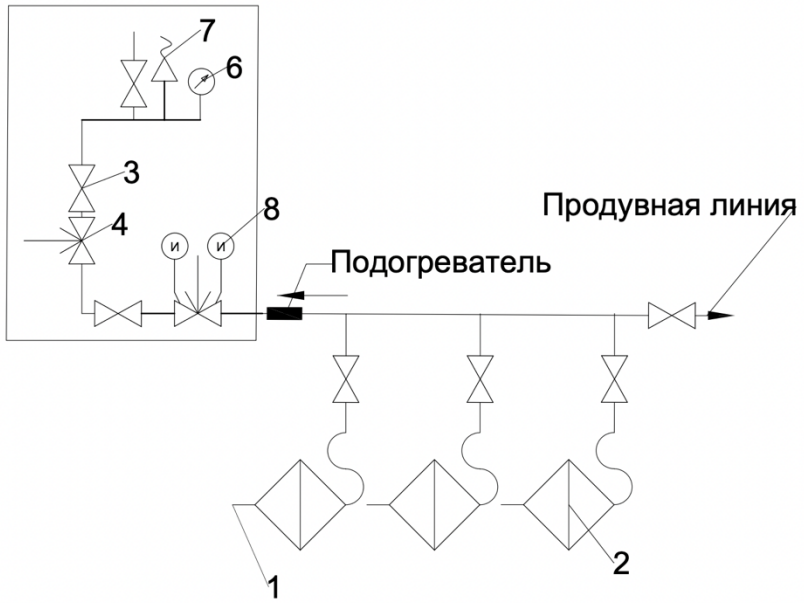

Рис. 1. Принципиальная пневматическая схема РУМГ-IMT-01
3.2. К входам устройства редукторного (см. рис. 1, поз. 1) подключаются коллекторы высокого давления.
- вращать ручки установки давления редукторов (рис. 1 и 2, поз. 5) против часовой стрелки до упора,
Открыть подачу медгаза из баллонов через коллектор, подать давление в пределах 5–20 МПа и ручкой регулировки давления редуктора (поз. 5, рис. 1) установить давление, равное 0,9 МПа. Открыть запорный кран магистрали снабжения и запорный вентиль редуктора (поз. 6) и отрегулировать давление на выходе редуктора первой ступени по манометру редуктора (поз. 4), равное 0,9 МПа. Отрегулировать давление на выходе редуктора второй ступени (поз. 8), равное 0,5 МПа по манометру, установленному на редукторе.